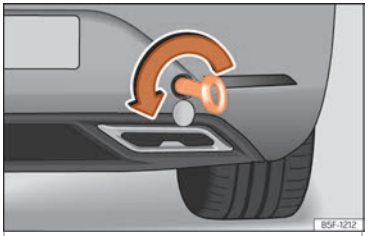

Abb. 54 Auf der rechten Seite des hinteren Stoßfängers: eingeschraubte Abschleppöse.
- Drehen Sie die Abschleppöse **entgegen dem Uhrzeigersinn** in die Aufnahme bis zum Anschlag ››› Abb. 54››› ❗. Verwenden Sie ein geeignetes Hilfsmittel, um die Abschleppöse festzuziehen.